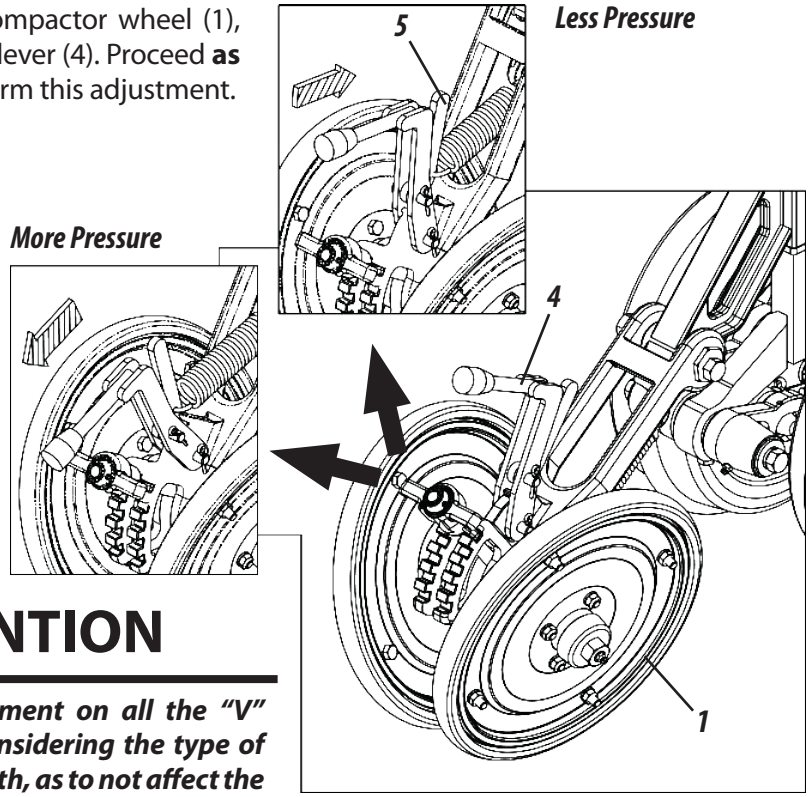

Figure 49
- The pressure in the "V" compactor wheel (1), can also be adjusted by the lever (4). Proceed **as shown in figure 49** to perform this adjustment.